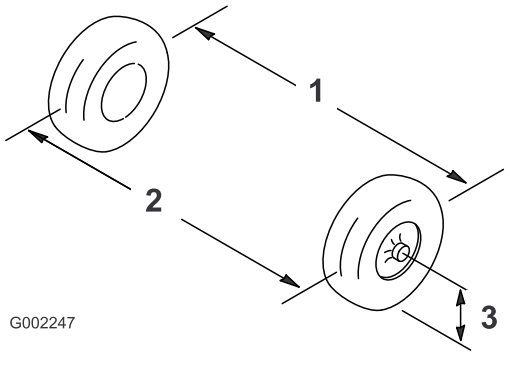

Figur 101
2. Mät avståndet mellan framhjulen vid axelhöjd, både framtill och baktill på framhjulen (Figur 101).